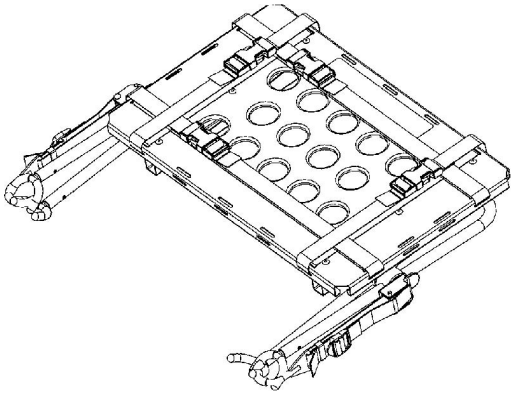

Figur 54
1. Placera defibrillatorplattformen i förvaringsläge såsom visas i Figur 54.